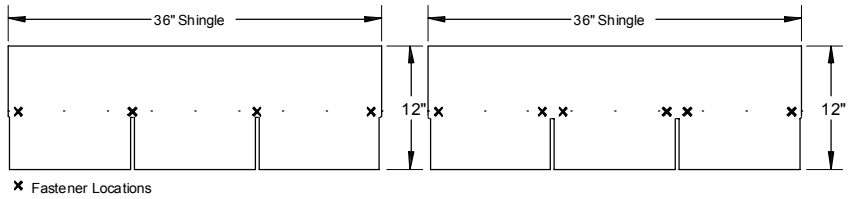

Figure 46. *Shingle fastener locations for Wind Zone I (left) and Wind Zones II and III (right).*
2. **Install shingles.** If shingles have been left off at the ridge line for site installation, install them now using 1" x 1" x 16 ga galvanized staples or 12ga 1-1/4" long, 3/8" diameter head roof nails. For Wind Zone I, fasten at 5/8 inch above each tab cutout slot and one at each end of the shingle one inch in from the edge (four fasteners for a three-tab shingle) (**Figure 46**). For Wind Zones II and III, use two fasteners 5/8 inch above and on either side of the tab slots and one at each end of the shingle one inch in from the edge (six fasteners for a three-tab shingle). Do not fasten through the shingle tar line.